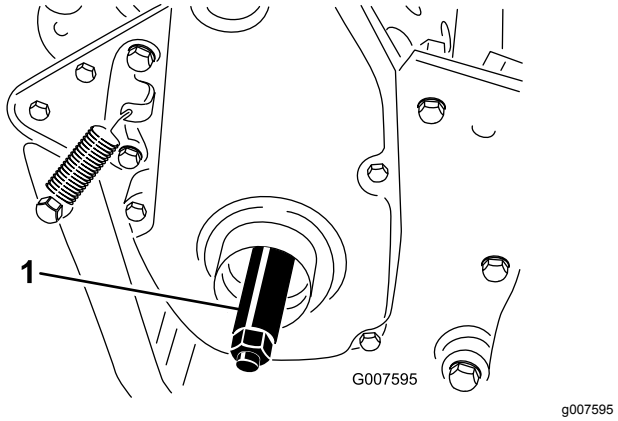

Figur 9
3. Skru den høyre hjulakselen på lederullen på høyre side av maskinen (Figur 9).